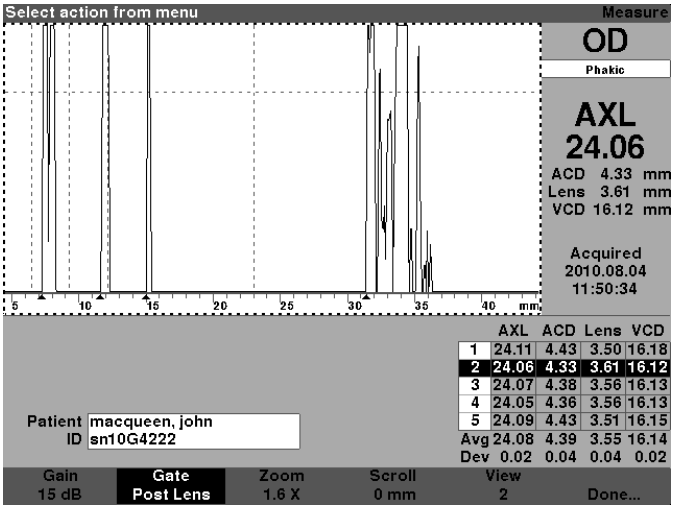

Figure 6-8 Waveform Review Menu Activated
2. Press the knob or the √ button, to activate the current waveform area, indicated by the dashed border as shown in figure 6-8.
1. Press the button beneath the Gate selections until the "Gate Cornea" is displayed as shown in figure 6-8.